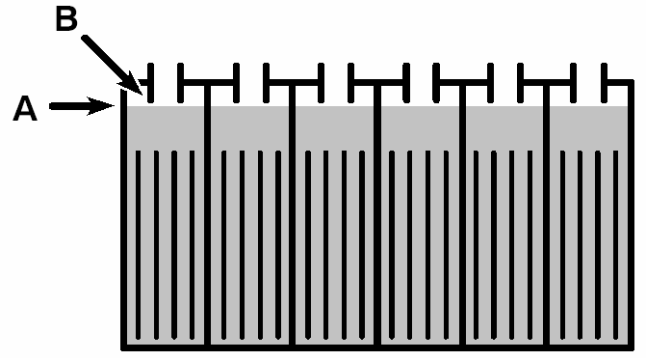

図43
3. **充電後、**バッテリーセルの水位（A）が、注入口の筒状部分底部（B）から1センチ下のところにあることを確認します。足りない場合は蒸留水を補充します。（図43）入れ過ぎないように注意してください。